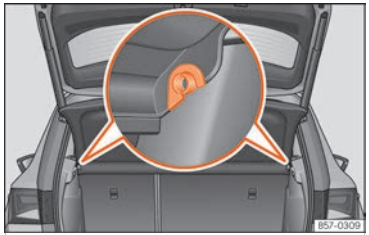

Fig. 170 In the boot: removing and installing the shelf.
- Remove the rear shelf from the side supports ››› Fig. 170 by pulling it upwards and then take it out.
- Insert the cover horizontally so that the "recess" fits onto the axis of the supports ››› Fig. 170 and press down until it engages.